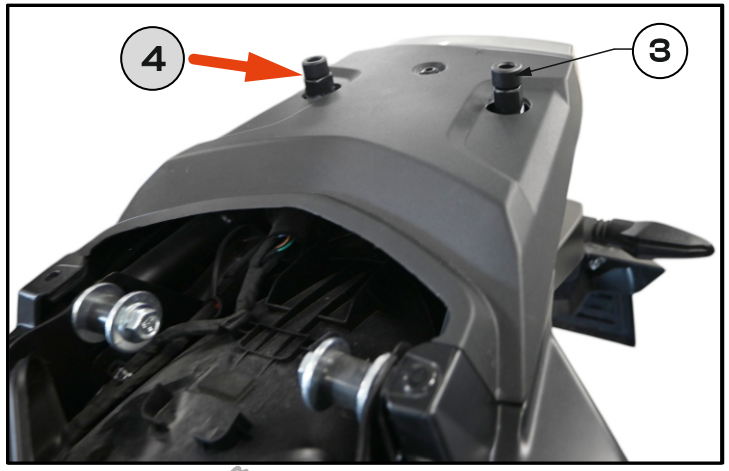

Fig. 6
4. Insert the spacer sleeves **[3]. [Fig. 6]**